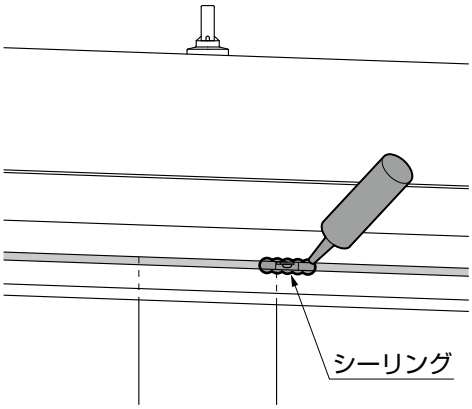

図5-4　シーリング
③側枠取付け金具と隙間隠し材のすき間に、シーリングしてください。（図5-4参照）